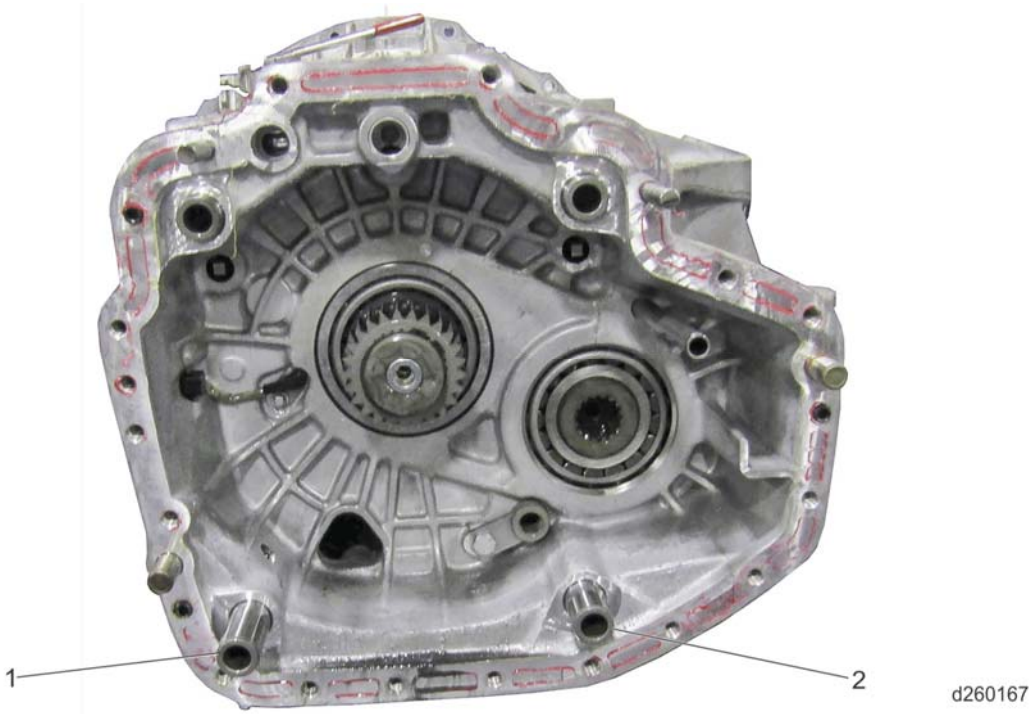

Figure 8 – Guide Dowels
15. The planetary guide dowels may pull out from the case upon removal; if necessary, gently reseat the guide dowels back into the case. See Figure 8.